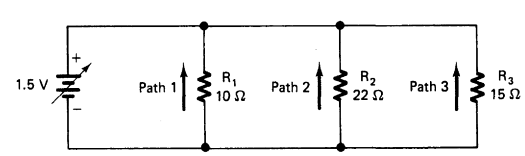

FIGURE 3-3A Three-branch parallel circuit.
1. Construct the circuit illustrated in Fig. 3-3A. Use either a 1.5 V battery or a power supply.
5. Compute the total resistance for the circuit illustrated in Fig. 3-3A. R_T = _____ Ω.
8. Disconnect the multimeter from the circuit and restore the circuit to its original condition as shown in Fig. 3-3A.
9. Prepare the multimeter to measure dc volts. Measure and record the voltage across each path of the circuit illustrated in Fig. 3-3A.